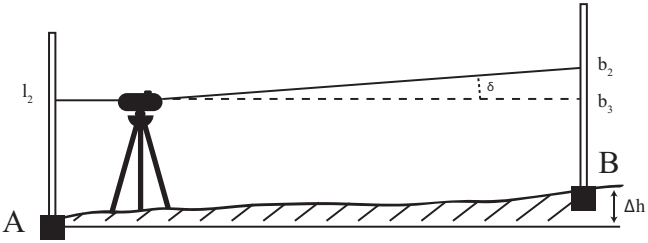

Рис. 8
• Переместите прибор и установите его на расстоянии 1-2 м от рейки A (рис. 8).